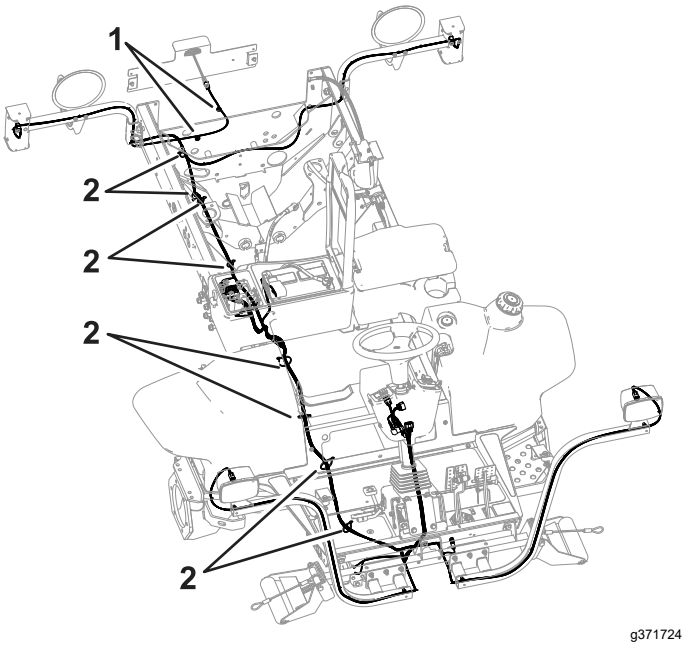

Figur 26
18. Før ledningsnettet til maskinens bagside under højre side af traktionsenheden (Figur 26).
Vigtigt: **Fastgør ledningsnettet med kabelbånd, så det ikke er i kontakt med dele, der er varme eller i bevægelse (Figur 26).**